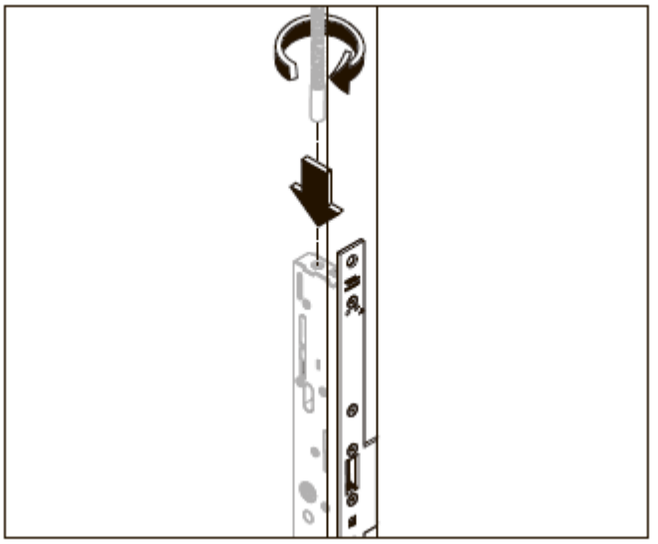

Рис. 47 Завинчивание верхнего шпингалета
9. Вставьте верхний шпингалет в пассивную дверную створку и завинтите его в замок от руки до упора (рис. 47), чтобы шпингалет можно было отрегулировать позднее.